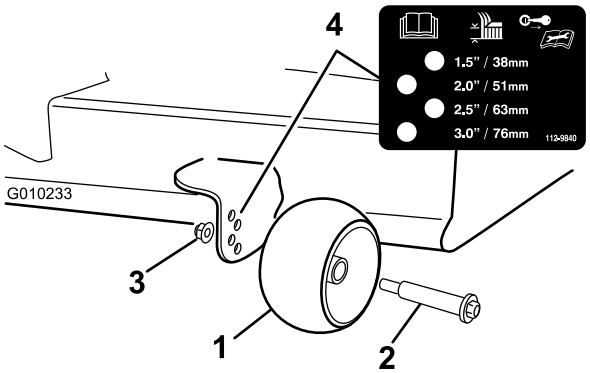

Figuur 23
3. Stel de antiscalpeerrollen af zoals in Figuur 23 naargelang de maaihoogte-instelling die het dichtst in de buurt ligt.